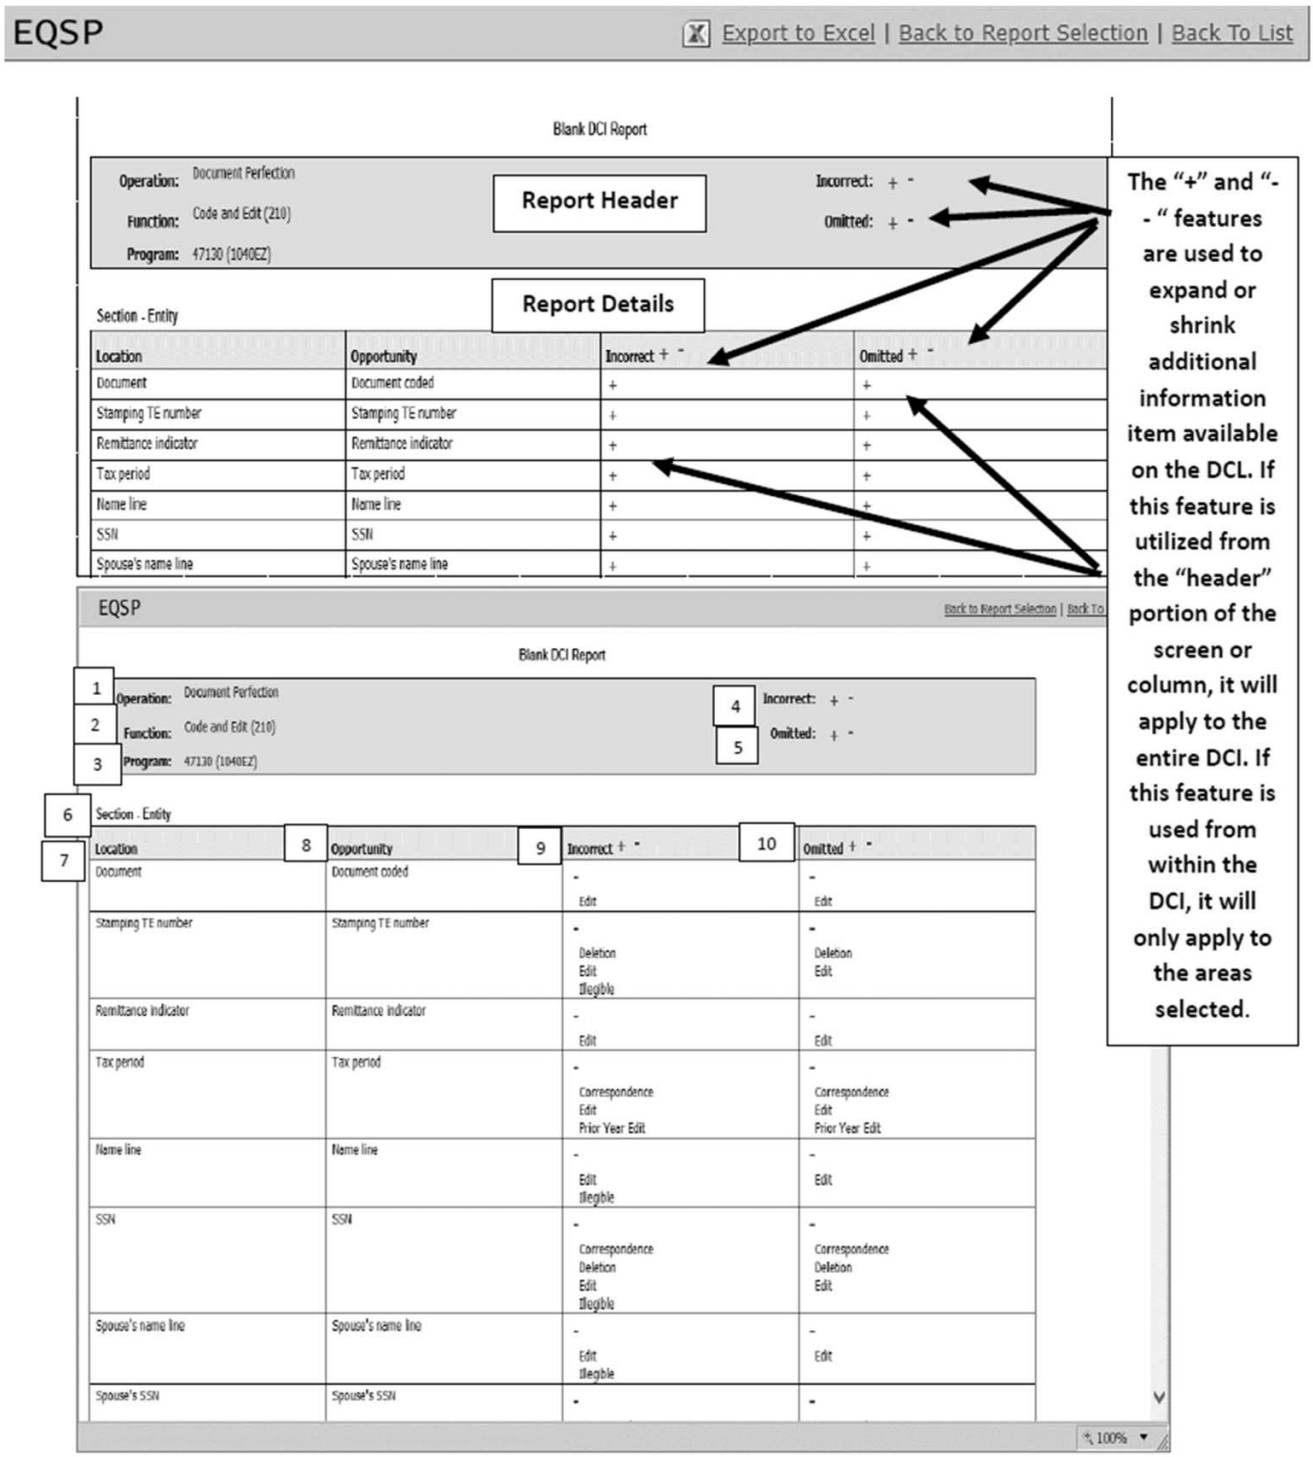

Figure 3.30.30-28 Blank DCI Report
(1) The **Blank DCI Report** provides a report to allow users to view Incorrect and Omitted defect descriptions for each opportunity in the selected DCI. The report allows users to expand or collapse Incorrect and/or Omitted columns to show or hide the defect descriptions. See **Figure 3.30.30-28.**